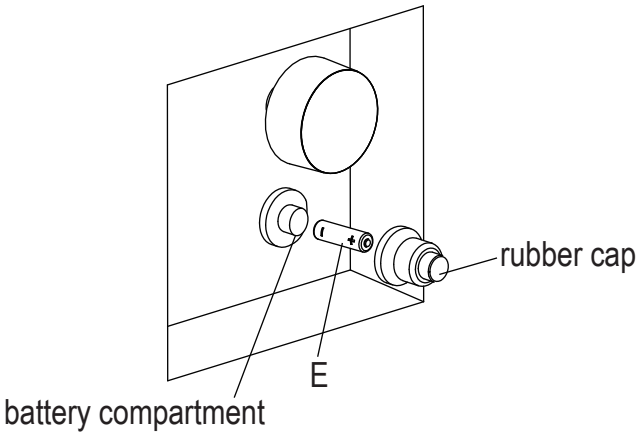

Figure 6
Remove the rubber cap on the igniter by unscrewing and sliding battery (E) into the battery compartment (See Figure 6). Make sure the positive (+) side of the battery faces outward. Screw the rubber cap over the battery compartment tightly.